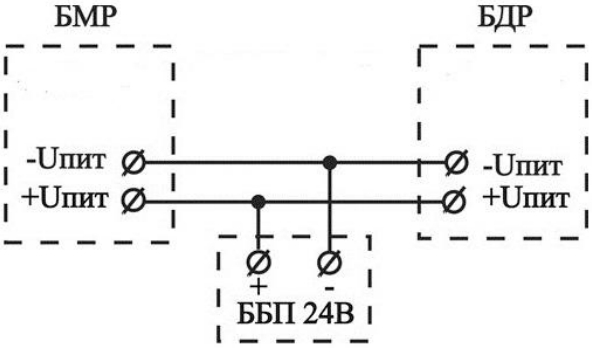

Рис. 10.3
10.6.3 Схема подключения между собой блоков БМР и БДР указана на рис. 10.3